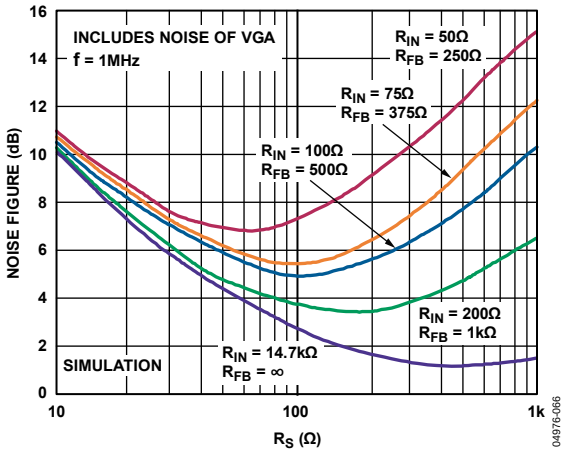

Figure 56. Simulated Noise Figure vs. R_S for Various Fixed Values of R_{IN}, Actively Matched
Figure 56 shows the simulated noise figure (NF) vs. source resistance, and various values of preamplifier R_{IN} from 50 Ω to 14.7 kΩ, the value seen looking into the PIPx pins when $R_{FB} = \infty$. As shown in the figure, the minimum NF for R_{IN} = 50 Ω is slightly less than 7 dB. Note that, for this preamplifier, the NF is optimized for the R_{IN} from 50 Ω to 200 Ω; for $R_{FB} = \infty$, the minimum NF is at approximately 480 Ω. This optimum noise resistance can also be calculated by dividing the input referred voltage noise by the current noise.